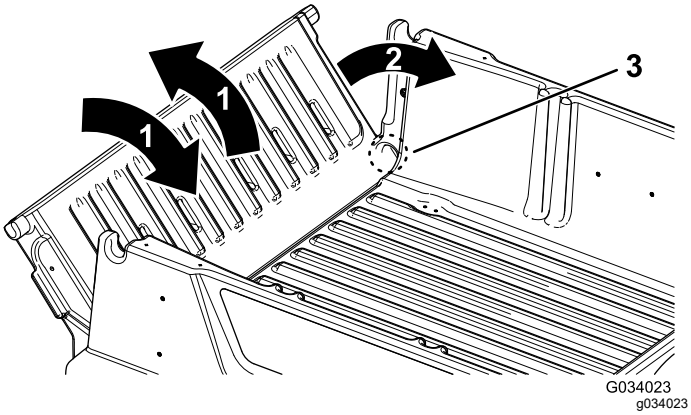

Figur 22
2. Fäll flakskyddet till cirka 45 graders läge (Figur 22).
3. Skaka flakskyddet med korta rörelser för att vrida det framåt och bakåt flera gånger (Figur 22).